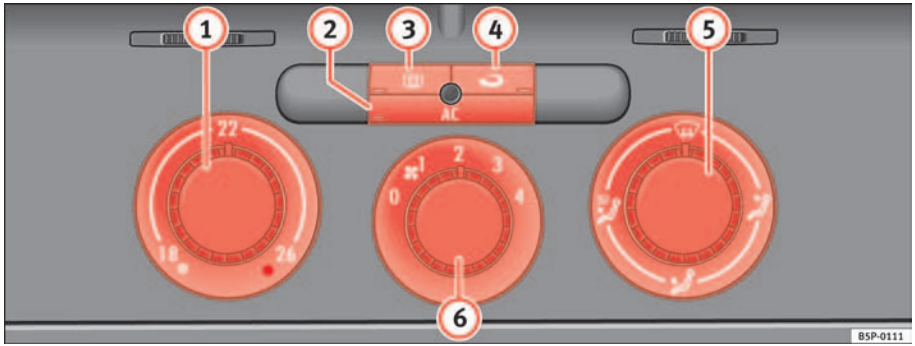

Fig. 123 On the dash panel: Climatic controls
– Using the controls ⇒ fig. 123 (1) and (5) and the control (6) you can set the temperature, air distribution and the airflow.
– To switch a function on or off, press the appropriate button (2), (3) or (4). When the function is activated, the display window in the lower corner of the button is lit.
(1) Temperature selector ⇒ page 152
(2) Button AC – Heating, ventilation and air-conditioning system on/off ⇒ page 152
(3) Button – Rear window heating. The heating will be switched off automatically approximately *20 minutes* after switching on. It can also be switched off beforehand by pushing the button.
(4) Button – Air recirculation mode ⇒ page 153
(5) Air distribution control ⇒ page 152
(6) Blower switch. There are four speed settings for the airflow. The airflow should always be set at the lowest speed when driving slowly.
– Switch on the air conditioner using the button ⇒ page 151, fig. 123 AC.